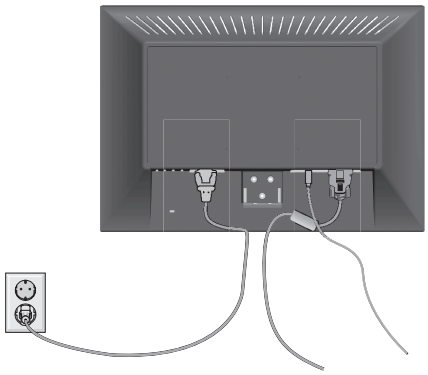

Figura R.3
5. Collegare il cavo di alimentazione AC ed il cavo segnali al retro del monitor (**Figura R.3**).